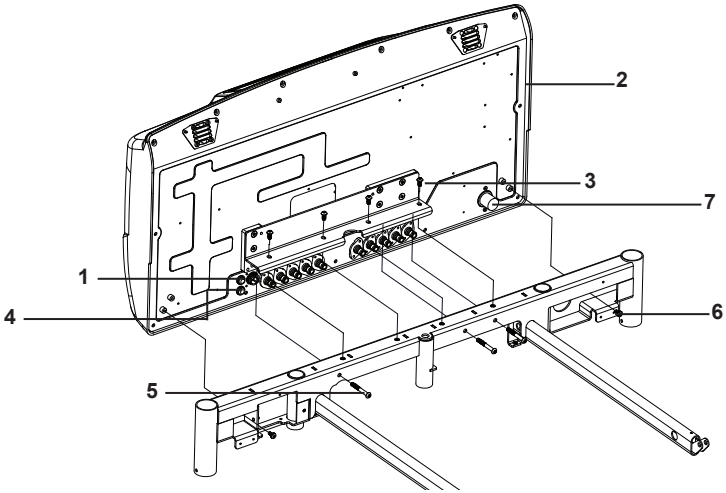

Figure 3 : Unité de commande du matelas à air et support de montage
7. Si ce n'est pas déjà fait, installer le support de montage de l'unité de commande du matelas à air (voir figure 3, élément 1) au dos de l'unité de commande du matelas à air (2), à l'aide de six vis à tête hexagonale de montage encastré (4).
8. Soulever l'unité de commande du matelas à air et l'incliner légèrement vers l'avant, puis l'abaisser délicatement sur le cadre. Bien aligner les trous du dessus du support de montage avec les trous du cadre. Avec l'unité de commande du matelas à air reposant sur le cadre, l'incliner délicatement jusqu'à une position totalement verticale tout en vérifiant que le connecteur de communication (voir figure 3, élément 7) sur l'unité de commande est aligné avec le trou dans le cadre. Veiller à ne pas endommager les connecteurs pneumatiques.
10. Installer sans serrer quatre vis à tête cylindrique cruciforme dans les trous du dessus du support de montage (figure 3, élément 3) (ne pas serrer pour le moment).
13. Installer deux vis à tête cylindrique cruciforme (figure 3, élément 6) au dos de l'unité de commande dans les coins inférieurs, à droite et à gauche. Serrer les vis à un couple de 10 Nm.